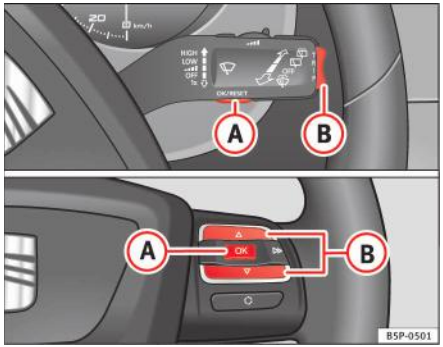

Fig. 39 Butoanele basculante A şi B. Comenzile de pe volan.
Când se apropie data următoarei revizii programate, în câmpurile pentru kilometraj va fi afişată o **avertizare preliminară referitoare la revizia tehnică**. Vor fi afişate simbolul “cheie” şi indicația “km”, cu distanța ce poate fi parcursă până la următoarea revizie programată. Indicația se va modifica după aproximativ 10 secunde. Vor fi afişate simbolul “ceas” şi numărul de zile până la următoarea revizie programată. Pe afişajul panoului de instrumente apare următorul mesaj*: **SERV. (Revizie) IN...(în) KM OR...(Km sau...) DAYS** (zile). Mesajul de revizie va dispărea la aproximativ 20 de secunde după punerea contactului sau pornirea motorului. Afişarea normală poate fi reluată prin apăsarea butonului de resetare a contorul de parcurs sau a comutatorului basculant pentru MFI ⇒ fig. 39 (B).
– Cu contactul pus, apăsați scurt butonul ⇒ pagina 65, fig. 39 (A) de pe maneta ştergătoarelor de parbriz pentru a trece de la o memorie la alta sau apăsați butonul (A) de pe comenzile de pe volan ⇒ pagina 65, fig. 39.